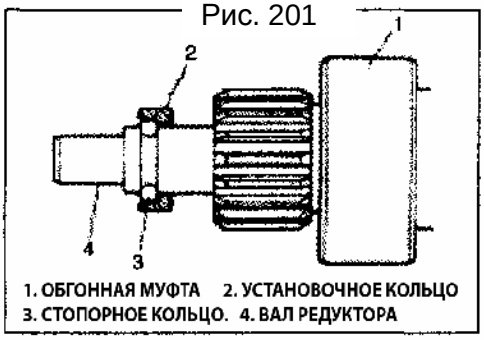

Рис. 202
9) Установите обгонную муфту на вал редуктора (Рис.202). Обратите внимание на направление установки установочного кольца.